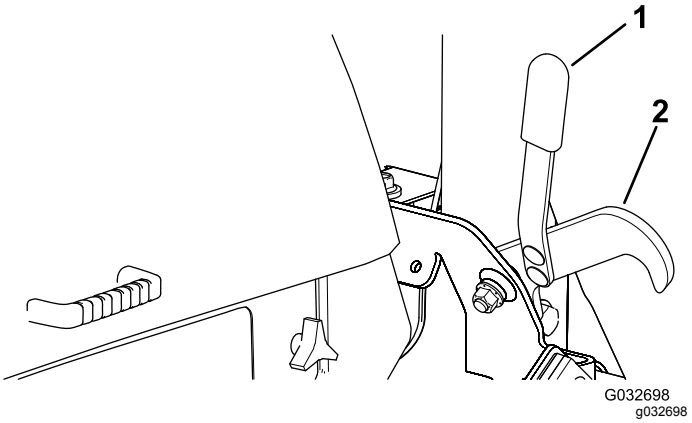

Figuur 46
2. Gebruik de handgreep om de sluitingen los te maken die de maaidekken in de hoge stand houden (Figuur 46).